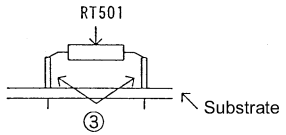

Figure 2 Installing RT501
Place product ③ on the leads and install the capacitor covers over as shown in Figure 2.